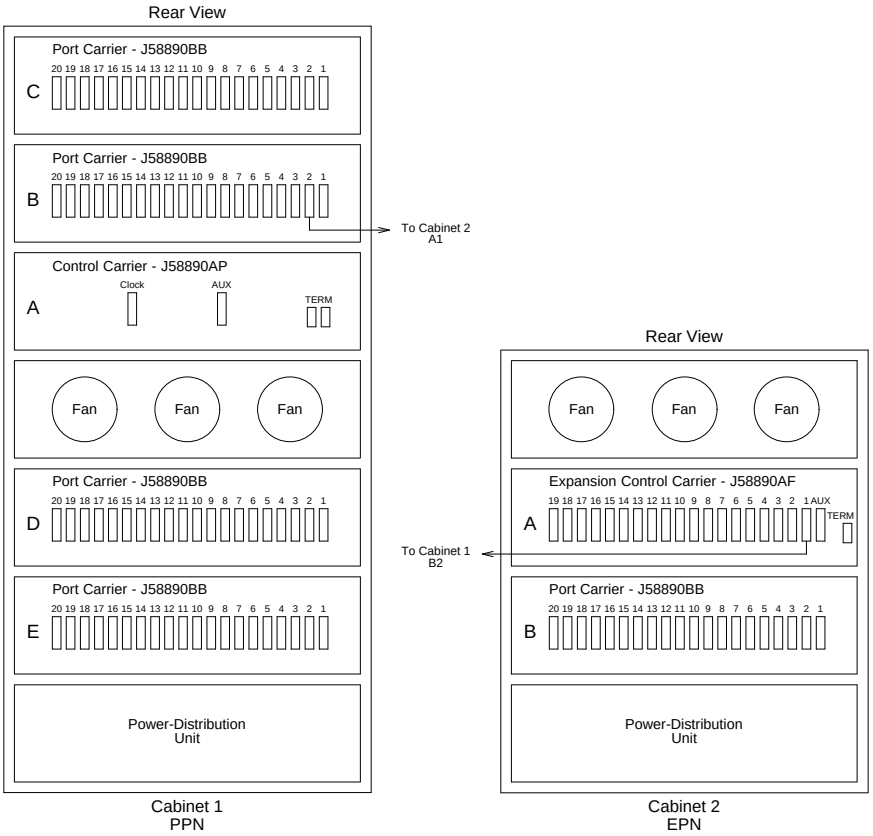
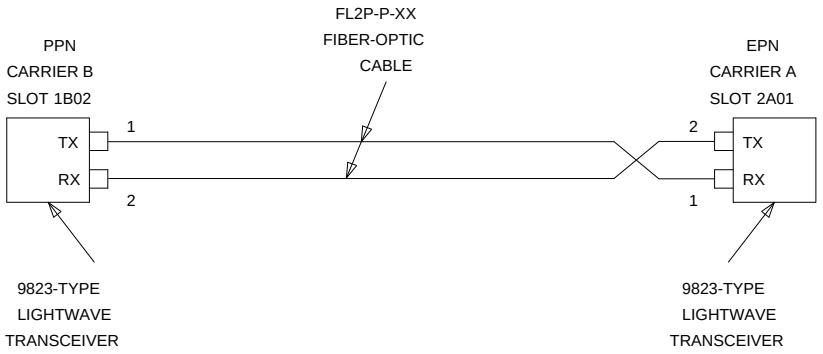
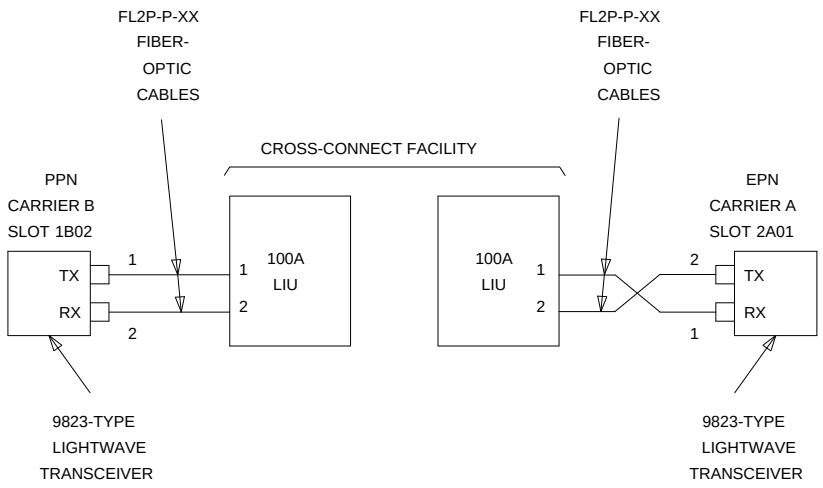

Figure 3-11. Standard-Reliability G3r V4 with Two Port Networks
Figure 3-12. Fiber-Optic Connections — Collocated Cabinets
Figure 3-13. Fiber-Optic Connection — Remote Cabinets
The connectors on the lightwave transceivers are labeled either “TX” (transmit) or “RX” (receive), while the fibers attached to each connector are numbered either ‘‘1’’ or ‘‘2.’’ A viable fiber connection is only made when both fibers in each cable (that is, ‘‘1’’ and ‘‘2’’) route from the “TX” connector of a port network to the “RX’’ connector of its adjacent port network. For an example, refer to Figure 3-12.
1. Behind port carrier B of the PPN cabinet (see Figure 3-11 and Figure 3-12):
1. Behind port carrier B of the PPN cabinet (see Figure 3-11 and Figure 3-13):